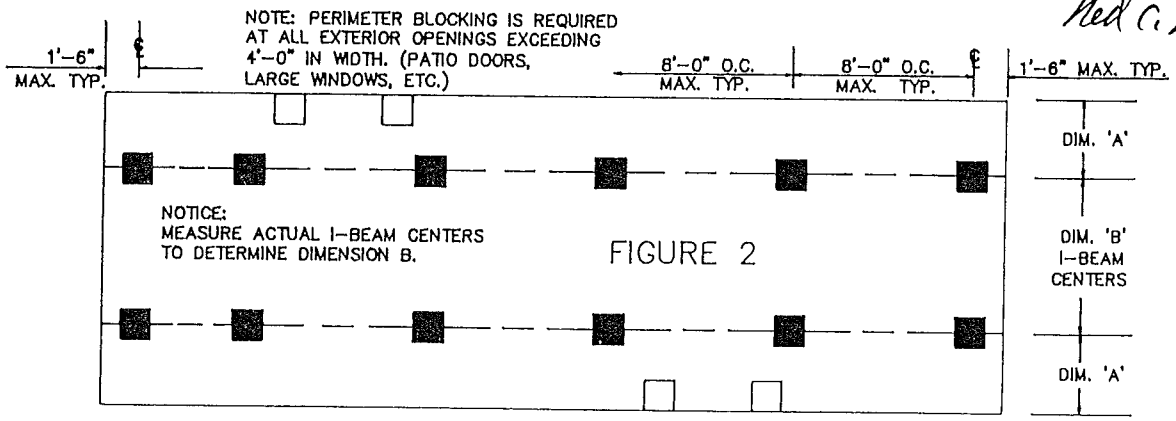

FIGURE 2
For maximum safety and secure living your home must be supported on a solid foundation. The proper size and locations for the foundation footings are shown in figures 2 and 3 and in charts 1 through 3(a).
1. Determine from figures 2 and 3 and charts 1 through 3(a)